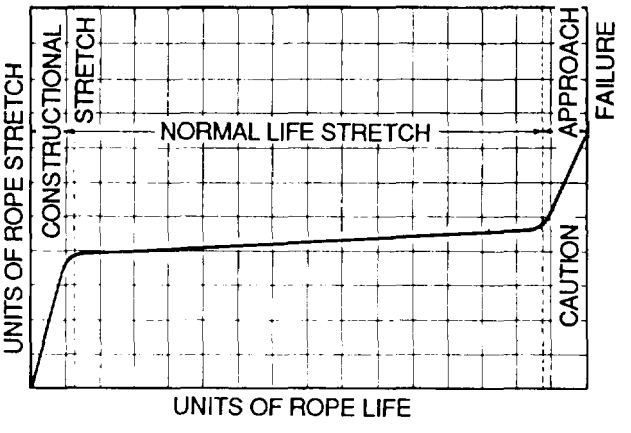

Figure 4-41. *Stretch vs. Time*
2. Rope stretch: All ropes will stretch when loads are initially applied. As rope deteriorates from wear, fatigue, etc. (excluding accidental damage), continued application of a load of constant magnitude will produce varying amounts of rope stretch. A "stretch" curve plotted for stretch vs. time (Figure 4-41) displays three discrete phases: